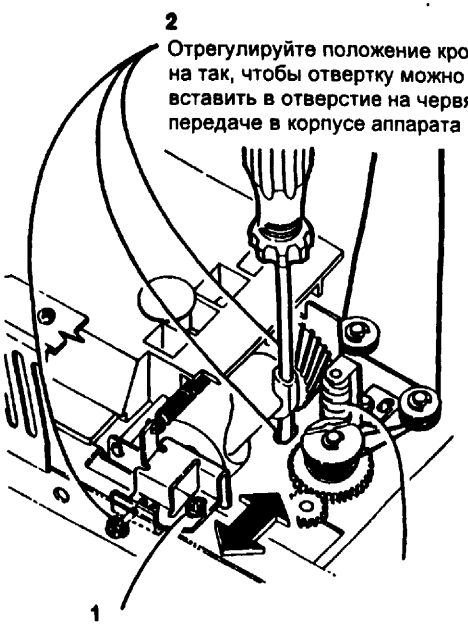

Рис. 3 Центровка червячной передачи
3. (Рис. 3) Ослабьте винт, удерживающий регулировочный кронштейн. Отрегулируйте положение кронштейна так, чтобы отвертку можно было вставить в отверстие на червячной передаче.